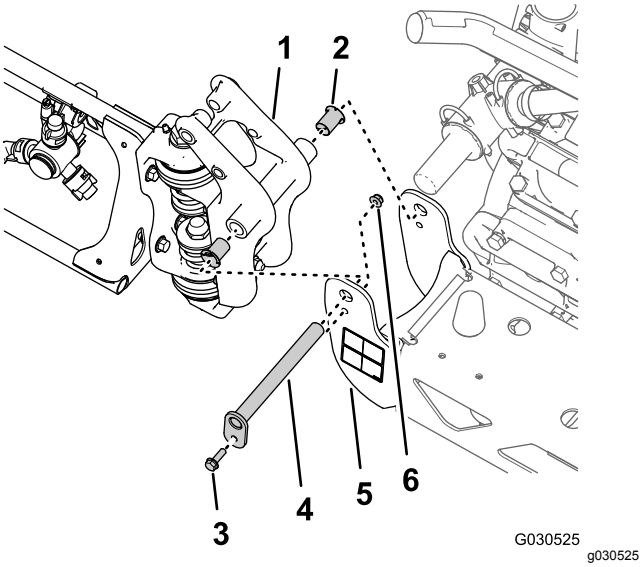

Rysunek 40
1. Odkręć śrubę kołnierzową (5/16 x 1 cal) oraz nakrętkę kołnierzową zabezpieczającą (5/16 cala) mocujące sworzeń osi obrotu do wspornika obrotowego (Rysunek 40).
2. Wyjmij sworzeń osi obrotu ze wspornika obrotowego środkowej sekcji zraszania i mocowania osi obrotu na zewnętrznej sekcji zraszania (Rysunek 40).
3. Odłącz zewnętrzną sekcję zraszania ze środkowej sekcji zraszania i wyjmij zewnętrzną sekcję zraszania z maszyny (Rysunek 40).
4. Wyjmij 2 poliamidowe tuleje kołnierzowe z mocowania osi obrotu na zewnętrznej sekcji zraszania (Rysunek 40).